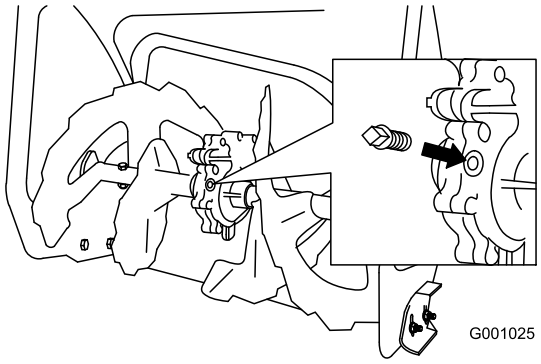

Figur 39
2. Rengjør området rundt rørpluggen (Figur 39).